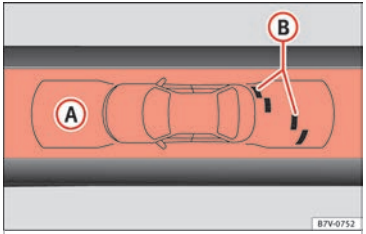

Fig. 140 On-screen OPS display: (A) has detected an obstacle in the segment; (B) restricted area in front of the vehicle.
The zone in which obstacles are recognised runs to a distance of around 120 cm from the front of the vehicle and up to 60 cm to the side ››› Fig. 140 (B). Behind the vehicle, the zone analysed reaches a distance of up to 160 cm and around 60 cm to the sides ››› Fig. 139 (C).
The image displayed represents the supervised zones in several segments. As the vehicle moves closer to an obstacle, the segment moves closer to the vehicle displayed ››› Fig. 139 (B) and ››› Fig. 140 (A). When the penultimate segment is displayed, this means that the vehicle has reached the collision zone. **Stop the vehicle!** »